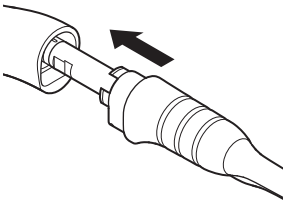

Figure 84 – Tip Sleeve Installation
5. Slide the sleeve over the tip (Figure 84). Push the sleeve into the handpiece until it stops.